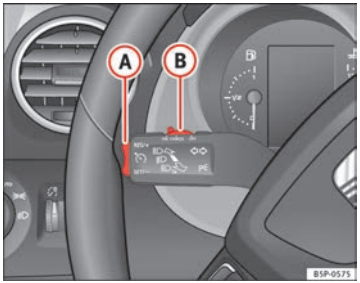

Fig. 152 Turn signal and main beam headlight lever: switch and rocker switch for the cruise control
– Push the switch ⇒ Fig. 152 (B) to the left to **ON**.